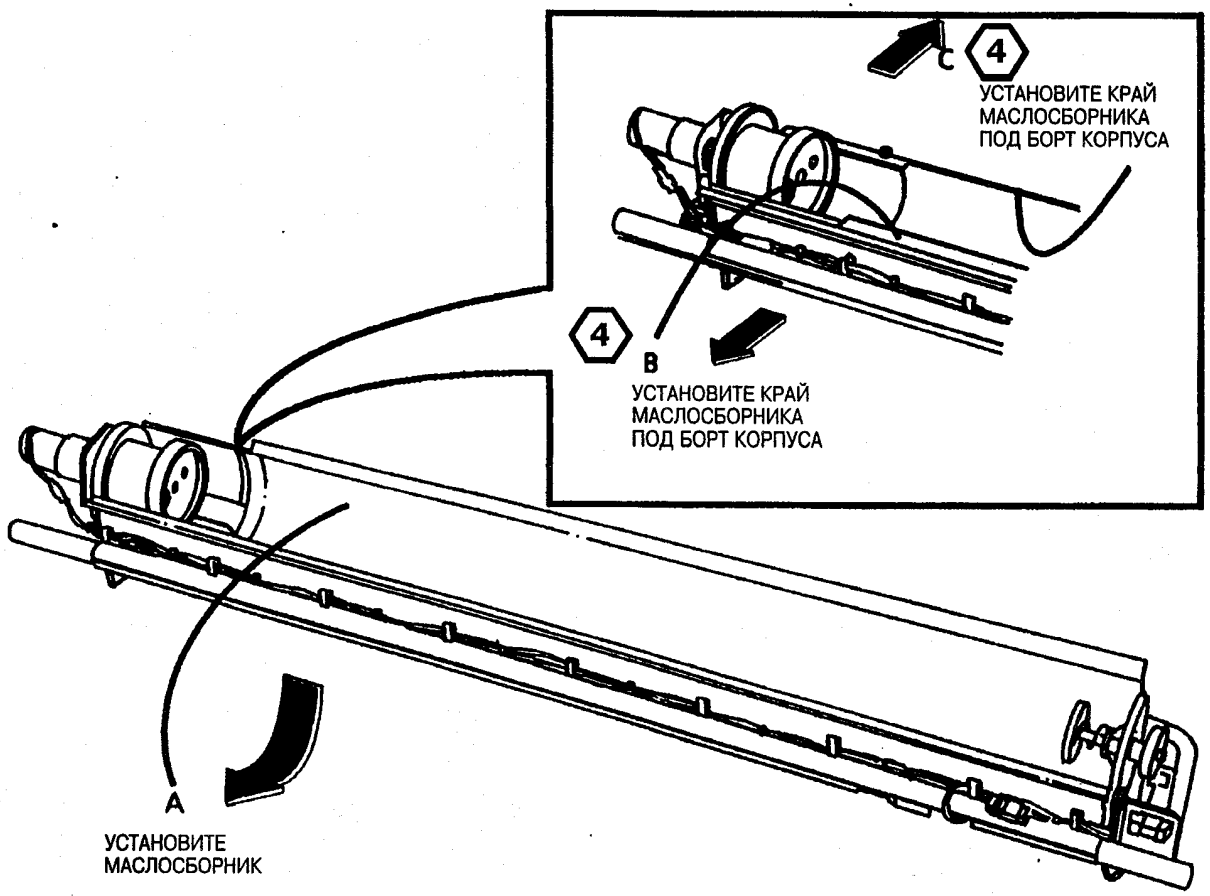

Рис. 13. Заново установите маслосборник на дно модуля проявителя
④ *ЭТАПЫ 21B и 21C: Убедитесь, чтобы вся длина края маслосборника находилась под бортом корпуса.*
21. (Рис. 13): Заново установите маслосборник на дно модуля проявителя.